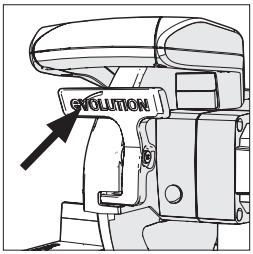

Fig. 18
- Apăsați clapeta de blocare a scutului inferior pentru a elibera capul de tăiere **(Fig. 18)**.